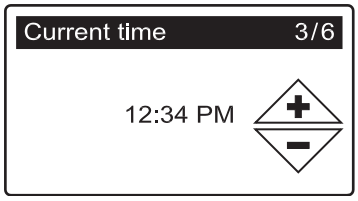

FIG. 4
5. **CURRENT TIME** Press the DOWN (▼) or UP (▲) buttons to set the current time (See Figure 4). Hold the button down to rapidly advance. Be sure that AM or PM is correct.